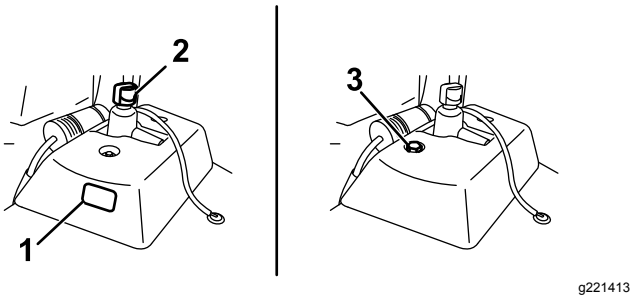

Figur 48
- Om den extra hydraultanken har ett inspektionsfönster kontrollerar du oljenivån där (Figur 48) och går vidare till steg 5.
- Om den extra hydraultanken inte har något inspektionsfönster lokaliserar du oljestickan ovanpå maskinen (Figur 48) och går vidare till steg 3.